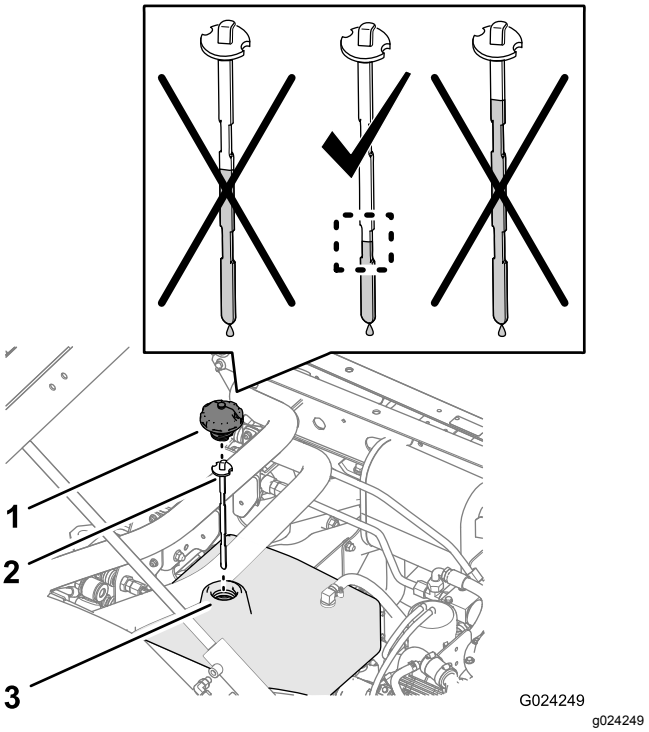
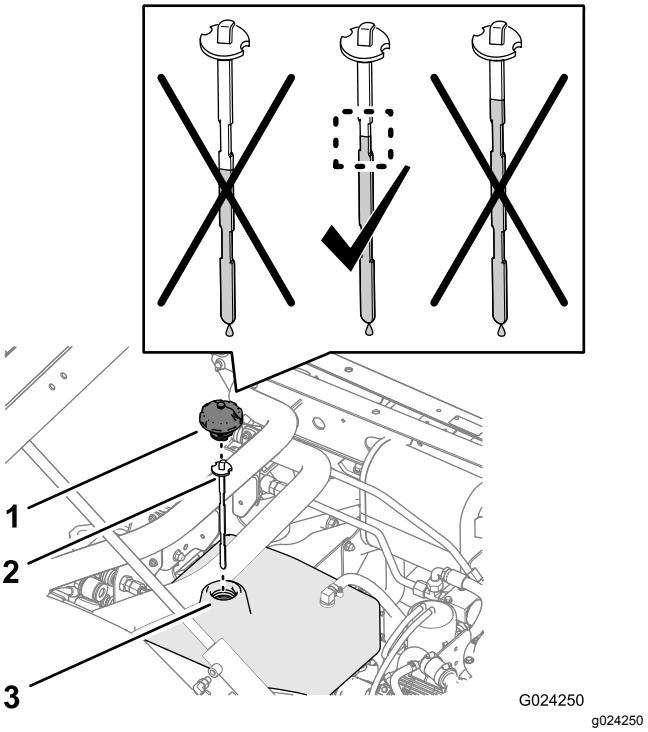

图79
图80
4. 清洁液压油箱加油颈和油箱盖周围的区域图79 和图80。
5. 卸下盖子并从油箱加油颈取出量油尺用抹布将量油尺擦拭干净图79 和图80。
6. 将量油尺插入加油颈然后再取出检查油位图79 和图80。
7. 如果油位较低应将指定的液压油添加到油箱中使液位升高到量油尺凹进区域的中间位置图79 和图80。
8. 将量油尺和盖子装回油箱的加油颈图79 和图80。